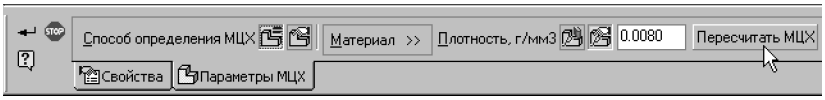

Рис. 94.9. Задание плотности модели
- Задание материала и плотности (см. раздел 94.1.1 на с. 96) (рис. 94.9). Указанная плотность будет использована для всех тел модели, которым не задана собственная плотность. Масса детали определяется как суммарная масса ее тел, а масса сборки — как суммарная масса тел и компонентов.